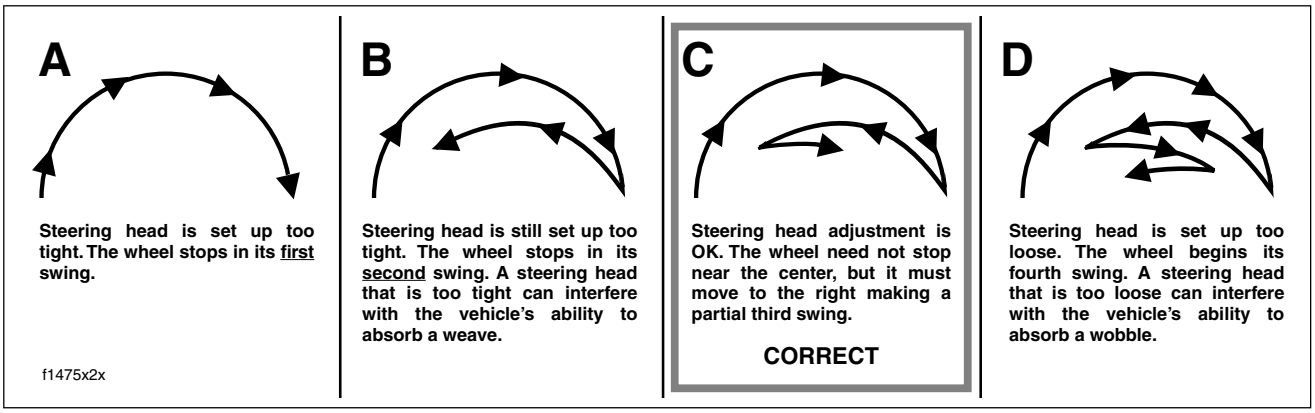

Figure 2-84. Check Steering Head Bearing Swing-By
3. Turn the front wheel until contact is made with the left fork stop and then let go. The wheel should swing right, left, then right and stop. The wheel need not stop near the center or straight-forward position, but it must move to the right making a partial third swing. See frame C of Figure 2-84.